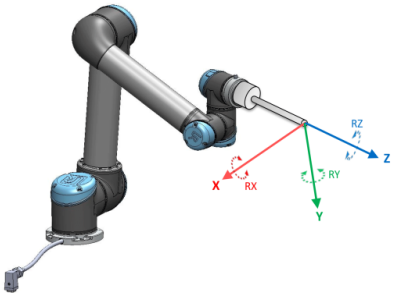

Figur 16.2: Verktøyfunksjon (TCP)
- Verktøyfunksjonen er plassert med opprinnelsespunktet i senteret til den gjeldende TCP-en (se figur 16.2)